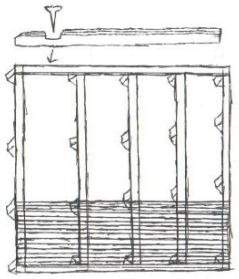

Fig. 3. Bundramme, gulvstrøer og første lag vægbrædder.
- Første lag skrues fast til bundrammen. Lad det nederste bræt rage 3–5 mm ud over bundrammen, så regnvand drypper af og ikke løber ind under væggen (fig. 3).